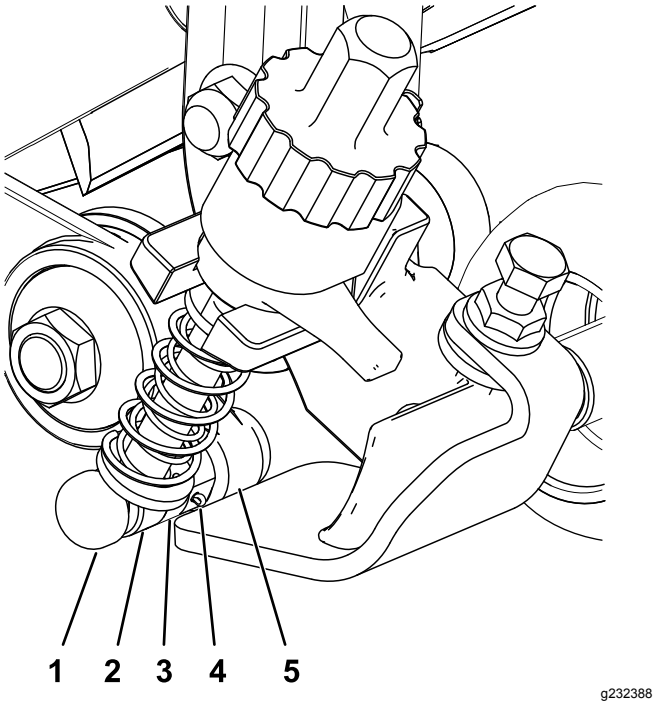

Figur 12
3. På sidan med mellanremskivenheten: Rikta in klipphöjdsfästets justerarmsstång med justeringskragen på mellanremskivenheten och säkra den med ett justerstift och en saxpinne (Figur 12).